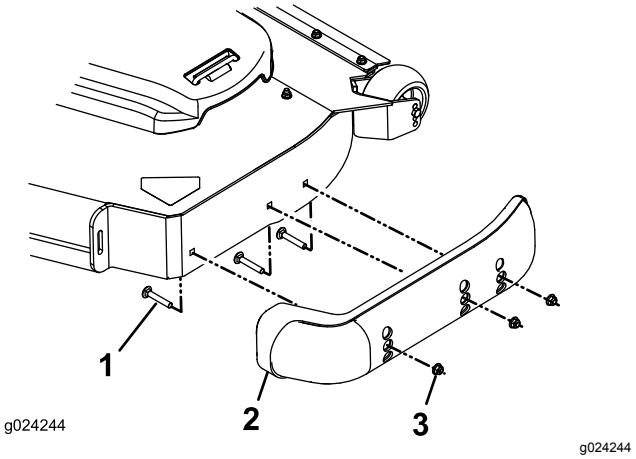

Figur 37
3. Fjern låseboltene og mutterne fra hver støtteplate (Figur 37).